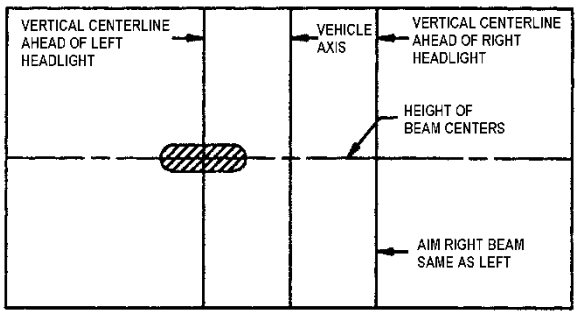

FIGURE 54: UPPER BEAM HIGH-INTENSITY ZONE PROPER LOCATION ON SCREEN 06503
4. High beam headlights are aimed so that the center of the high-intensity zone is located at the horizontal and straight ahead vertically (Figure 54).